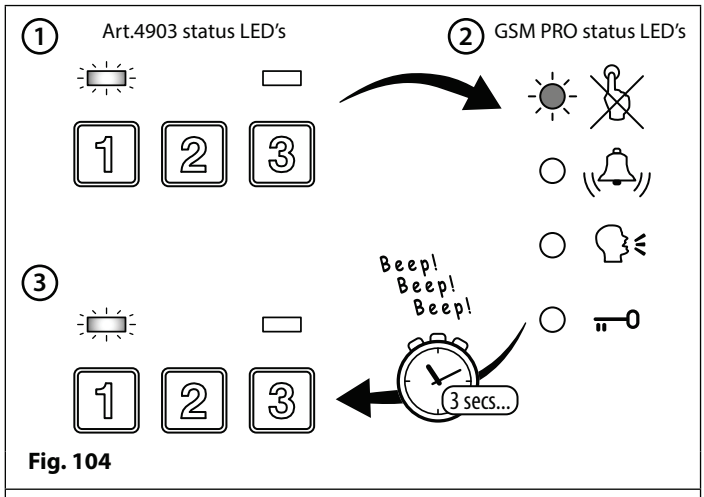

Fig. 104
2. The green data LED (**Fig.104**, 1) on the Art.4903 and the red busy LED (**Fig.104**, 2) on the GSM PRO will flash one after the other;
3. The green data LED (**Fig.104**, 3) will then flash once and the appropriate relay (**RLY1** or **RLY2** depending on setup) will activate and keypad will emit a series of 1 second interval beeps for the duration of the programmed relay time.